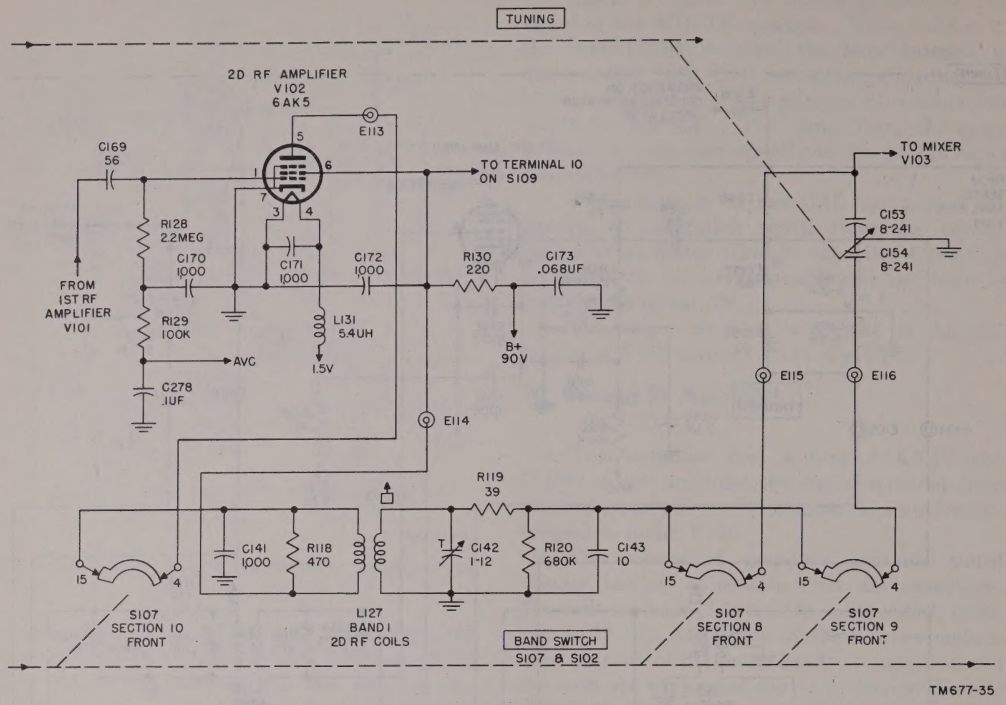

Figure 35. Radio Receiver R-395/PRD-1, functional diagram of second rf amplifier.
g. The output of V101 is coupled to the grid (pin 1) of V102 through C169 (fig. 35).
(fig. 35)